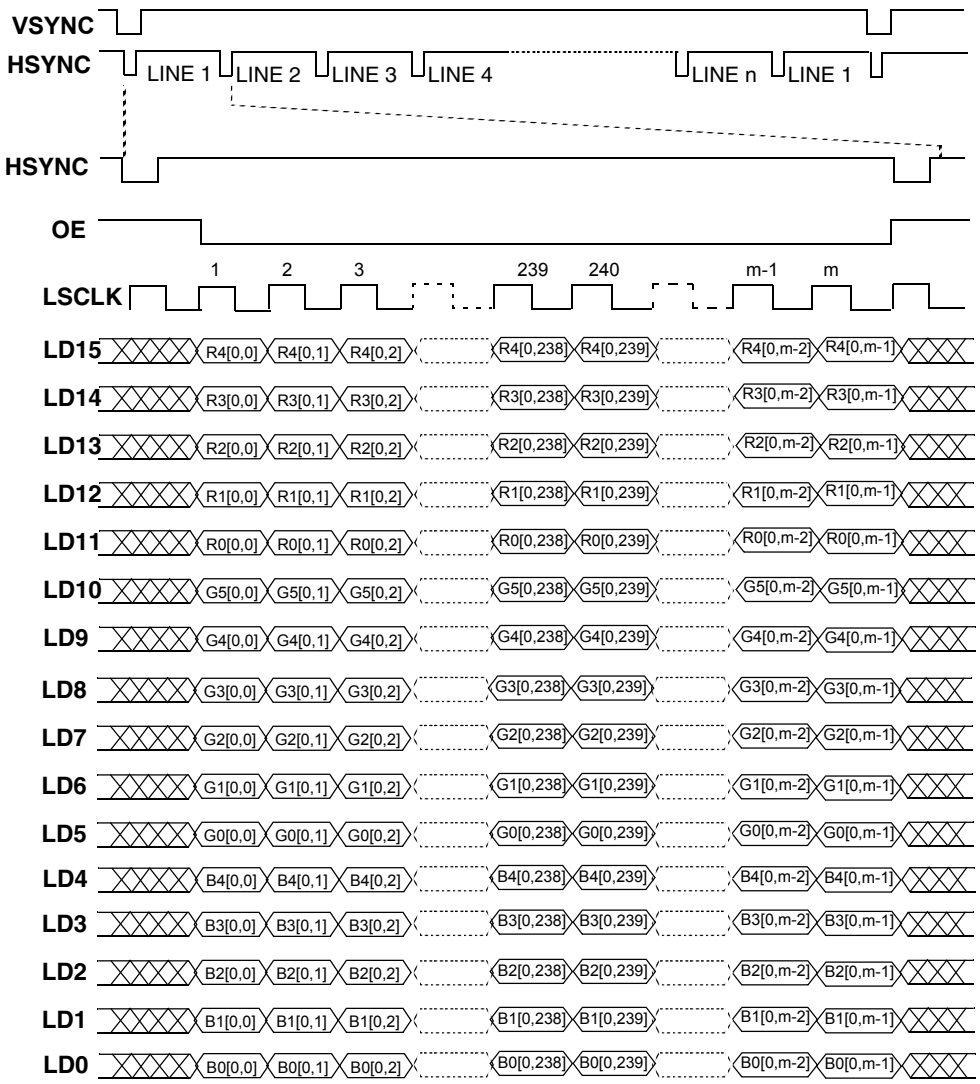

Figure 19-14. LCDC Interface Timing for Active Matrix Color Panels
Figure 19-14 on page 19-16 shows the LCD interface timing for an active matrix color TFT panel. In this figure signals are shown with negative polarity (FLMPOL=1, LPPOL=1, CLKPOL=0, OEPOL=1). In TFT mode, the LSCLK is automatically inverted. The panel interface timing for active matrix panels is sometimes referred to as a “digital CRT” and is controlled by the shift clock (LSCLK), horizontal sync pulse (HSYNC, the LP pin in passive mode), vertical sync pulse (VSYNC, the FLM pin in passive mode), output enable (OE, the ACD pin in passive mode), and line data (LD) signals. The sequence of events for active matrix interface timing is: